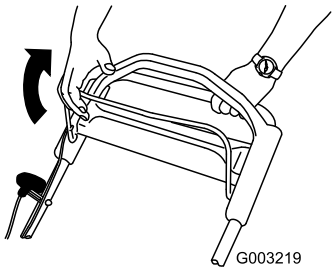

Figuur 13
1. Zet de bedieningsstang van het maaimes tegen de handgreep (Figuur 13).